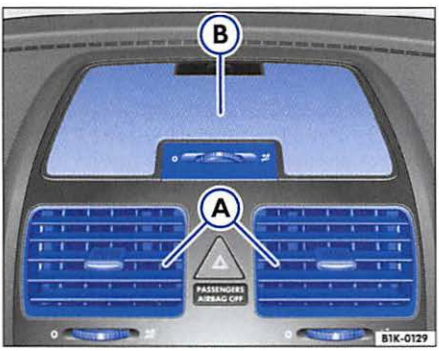

Fig. 77 Central air outlet (A) and air outlet (B) for indirect ventilation
In manual operation, press the button [⊡] to obtain draft-free ventilation. The ventilation is indirect, if you close the air outlets ⇒ fig. 77 (A) and open air outlet (B) using the thumb wheel. ◀